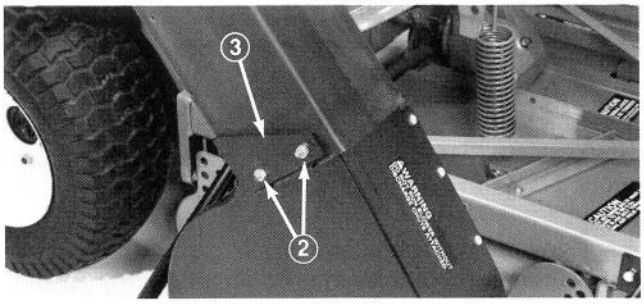

Figure 26
2. Slide chute over blower opening and onto mounting studs (Fig. 26).
3. Lower hopper hood and align chute with hood snout. Secure chute in position with locknuts and brackets. Wide end of brackets to be positioned toward rear (Fig. 26).